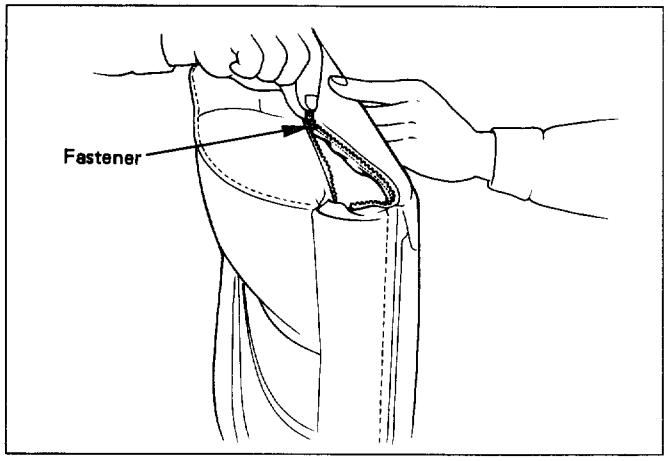

Fig. 10-210
- Open the fastener, and with close attention paid to the hog rings and wire which connect the trim cover and the pad & frame assembly, remove the trim cover while turning it up (Fig. 10-210).